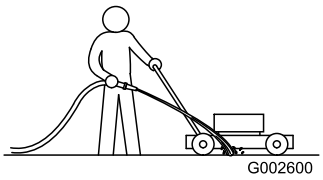

Figura 19
1. Con el motor en marcha sobre una superficie plana pavimentada, dirija un chorro de agua hacia delante de la rueda trasera **derecha** (Figura 19).